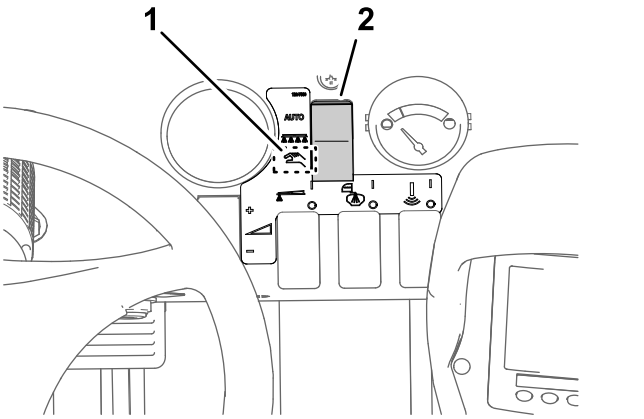

Figura 46
2. Mueva el interruptor del modo de fumigación al modo manual (Figura 46).